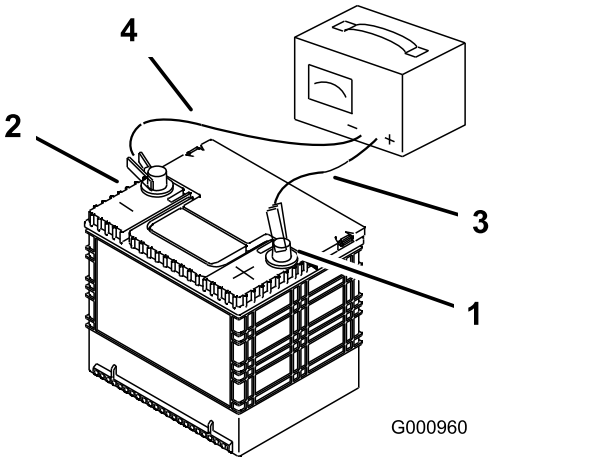

Figure 55
3. When the battery is fully charged, unplug the charger from the electrical outlet, and disconnect the charger leads from the battery posts (Figure 55).